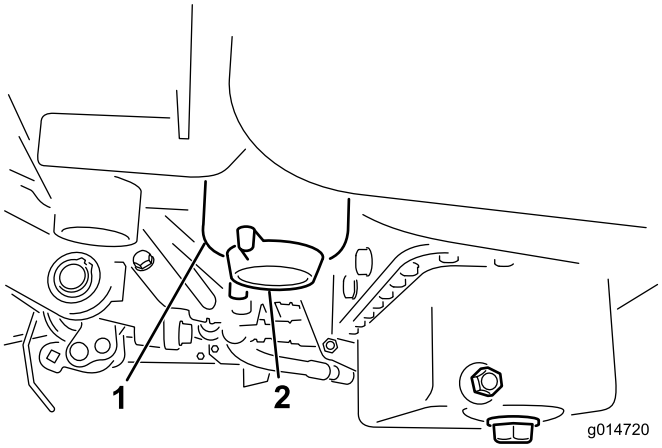

Figur 50
2. Rengjør området der filterboksen skal festes (Figur 50).
4. Åpne tappepluggen (Figur 50).